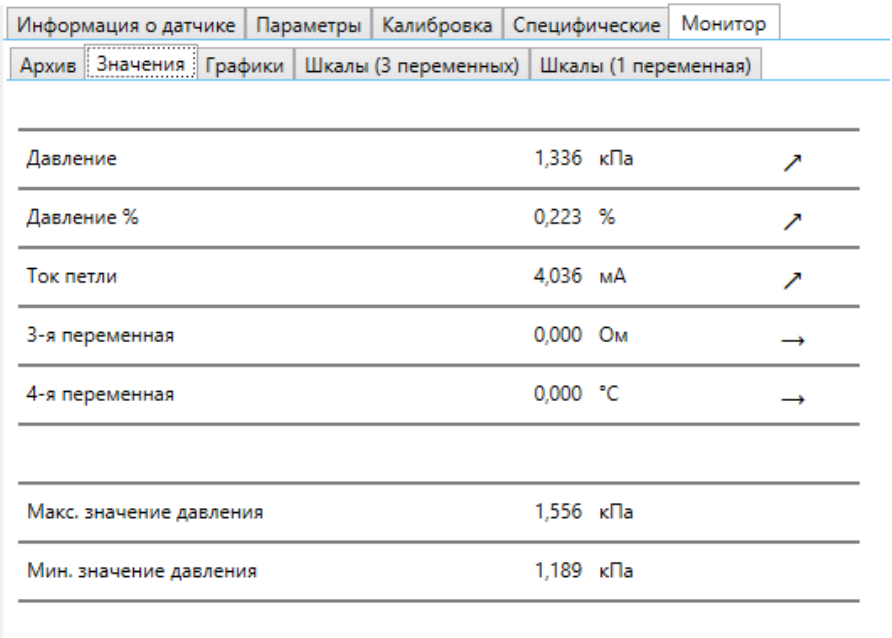

Рисунок 23 — Вкладка «Значения»
3.8.5 Вкладка «Значения» предоставляет пользователю данные об основных переменных технологического процесса, отображает тенденцию изменения переменных в сравнение с предыдущими показаниями, и фиксирует максимальное и минимальное значения основного параметра за весь период опроса (рисунок 23).